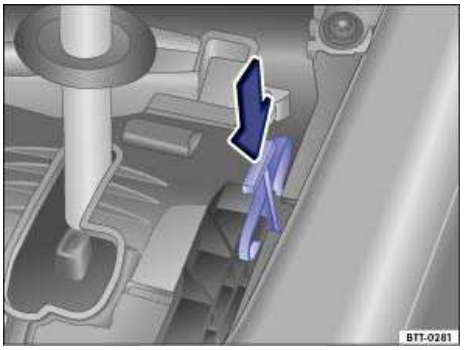

Fig. 167 Releasing the selector lever lock.
- Push the colored release lever ⇒ fig. 167 in the direction of the arrow and hold it in this position.